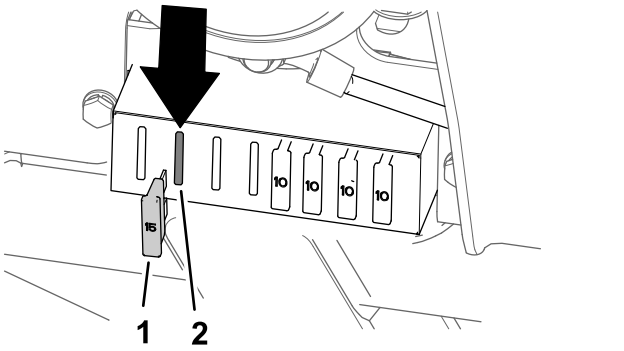

Figure 8
2. Insert the fuse (15 A) into the 2nd slot from the left side of the fuse block (Figure 8).